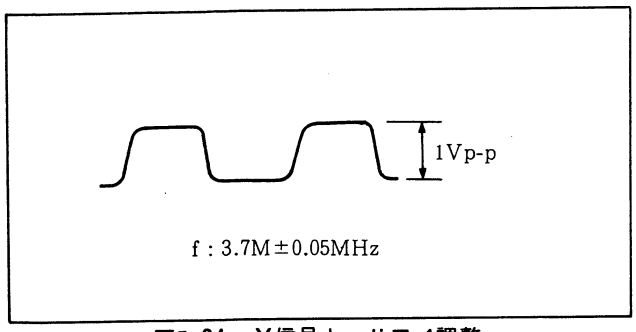

図5-34. Y信号キャリア-1調整
2) RV201で3.7MHz±0.05MHzに調整する。(図5-34.参照)